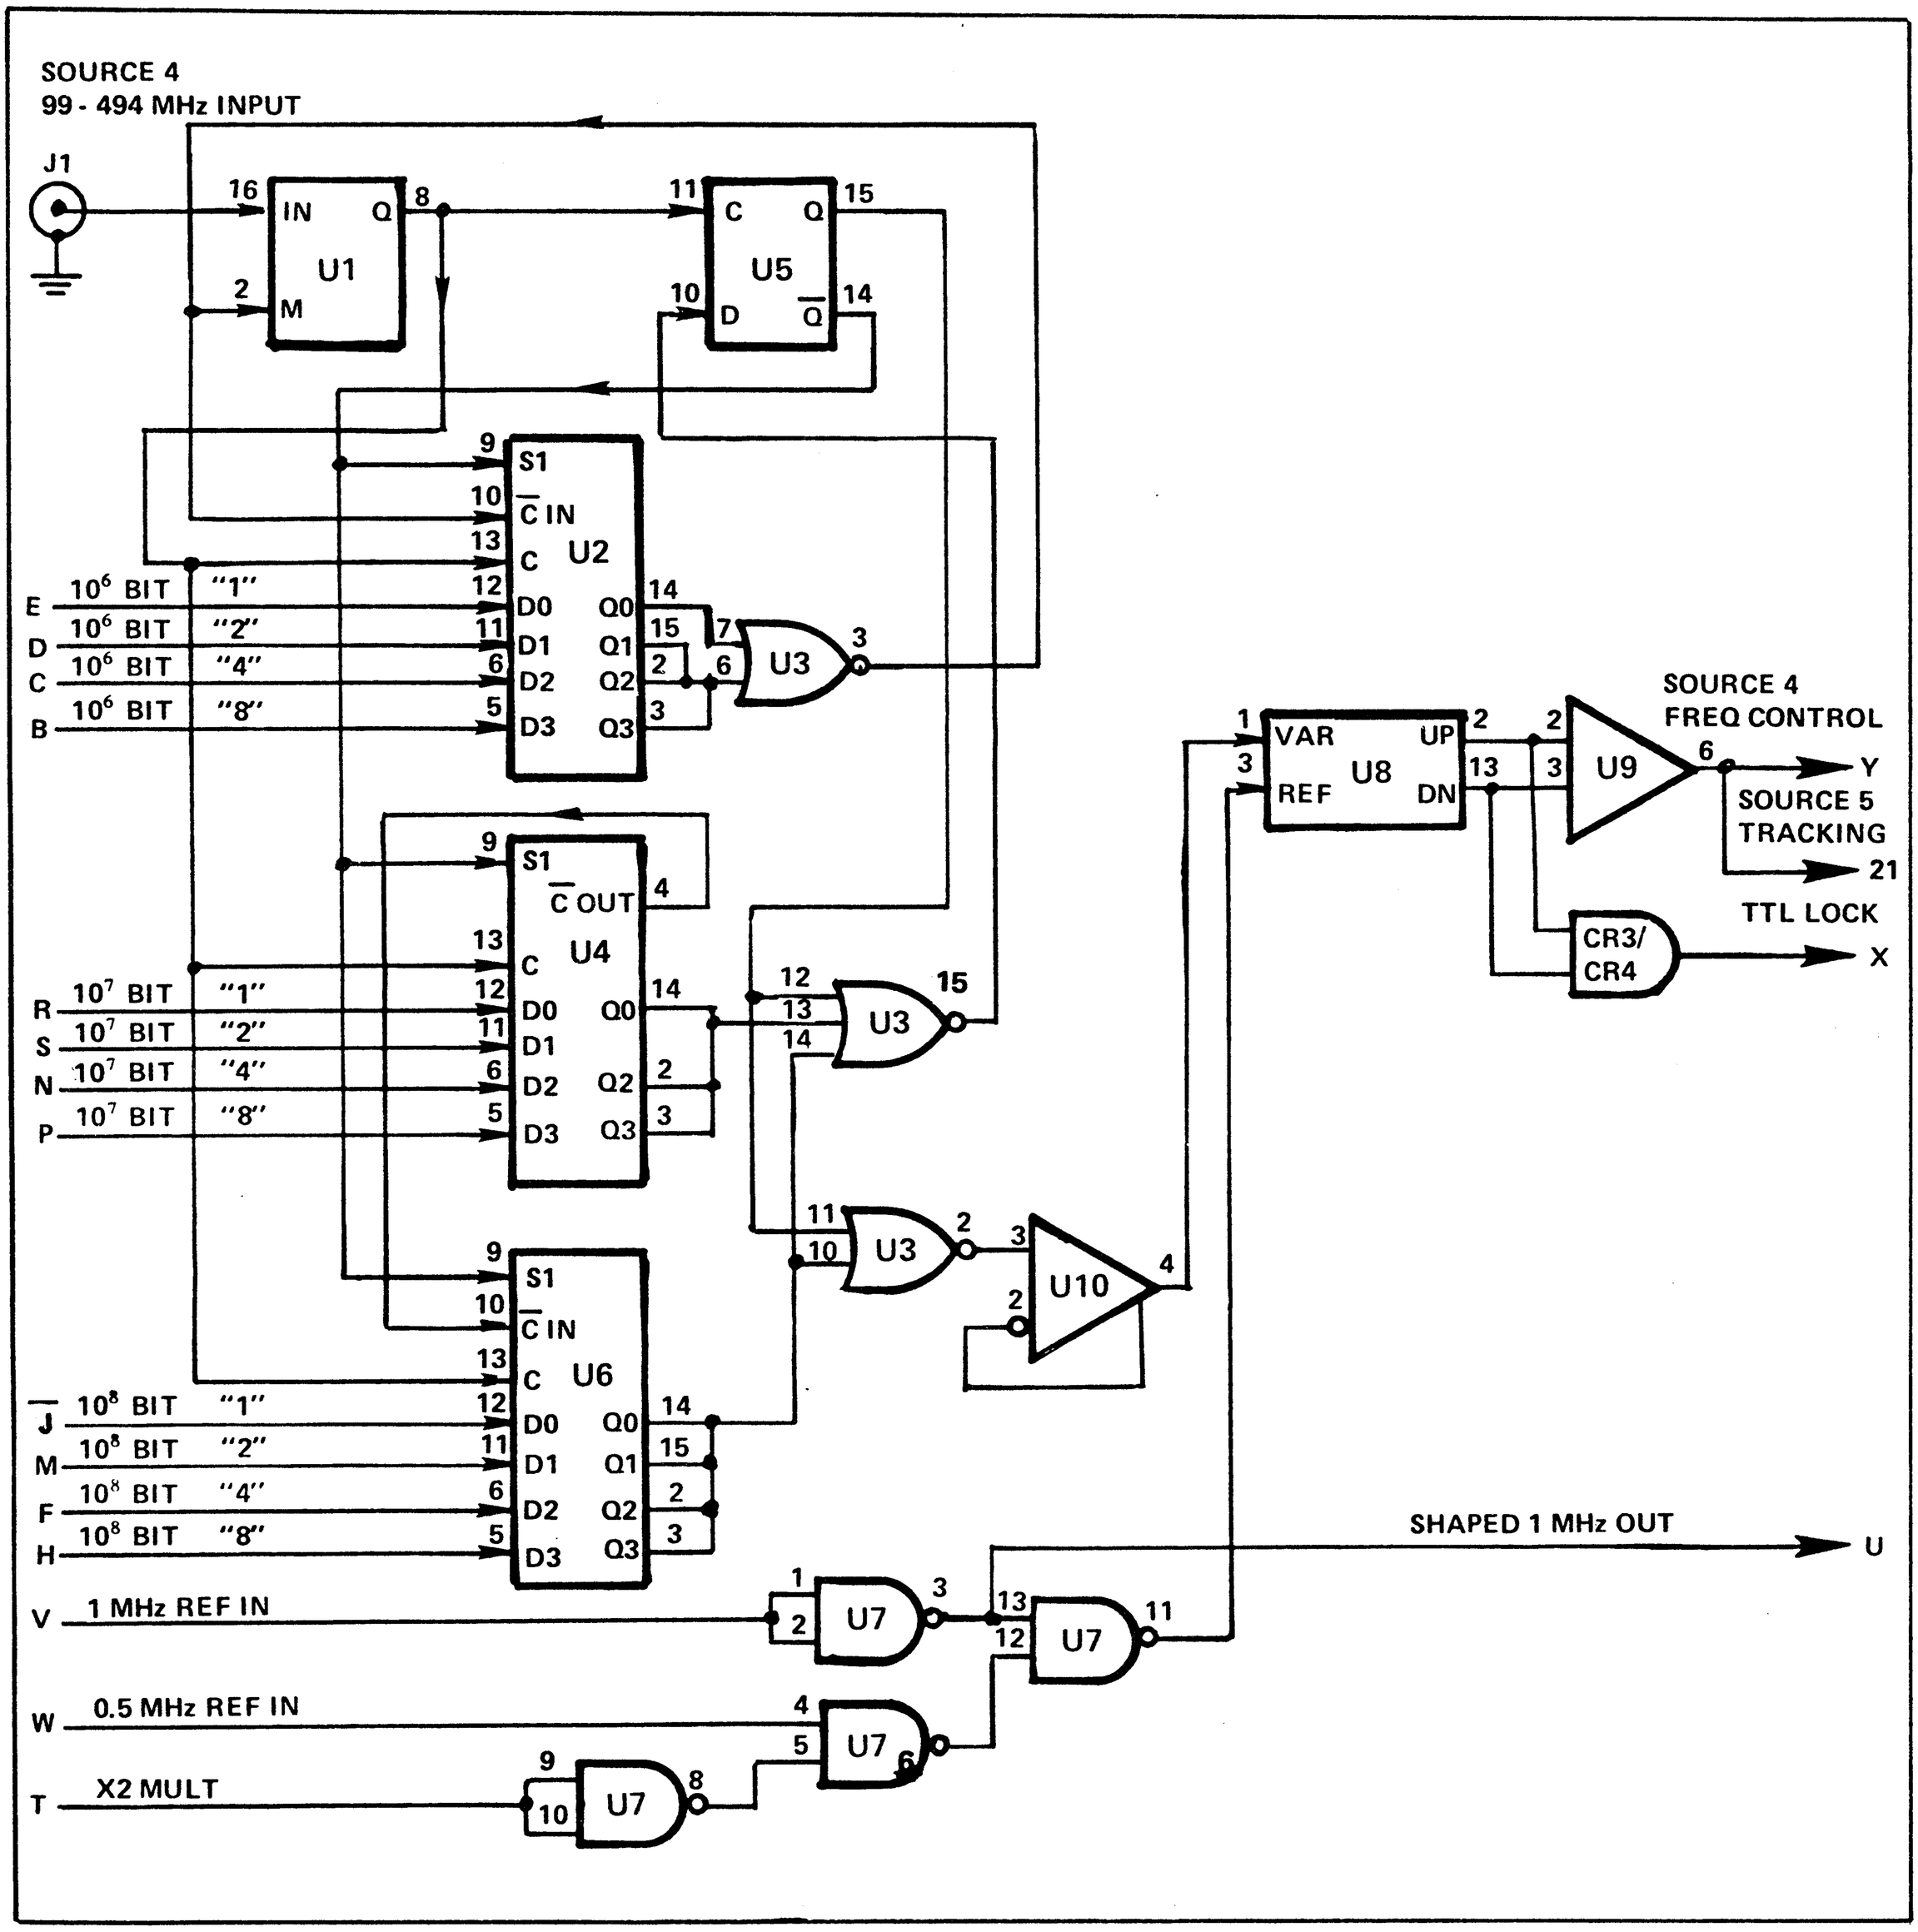

FIGURE 4-8 A4A10 DIVIDE-BY-N ASSEMBLY FUNCTIONAL BLOCK DIAGRAM
The Divide-By-N Assembly, divides the 99 to 494 MHz Source 4 signal by an integer (N) which is programmed by the 10^6 through 10^8 BCD from the Control Logic Assembly A4A9. The three-decade ÷N Counter outputs its count to the Phase Detector (U8) where it is referenced to the 1 MHz reference or the 0.5 MHz reference. The Phase Detector (U8) outputs are then applied to the Integrator (U9) to generate the Frequency Control signal for the Source 4 VCO's and the Frequency Tracking signal for the Source 5 VCO's. Figure 4-8 provides a functional block diagram of the Divide-By-N Assembly operation.